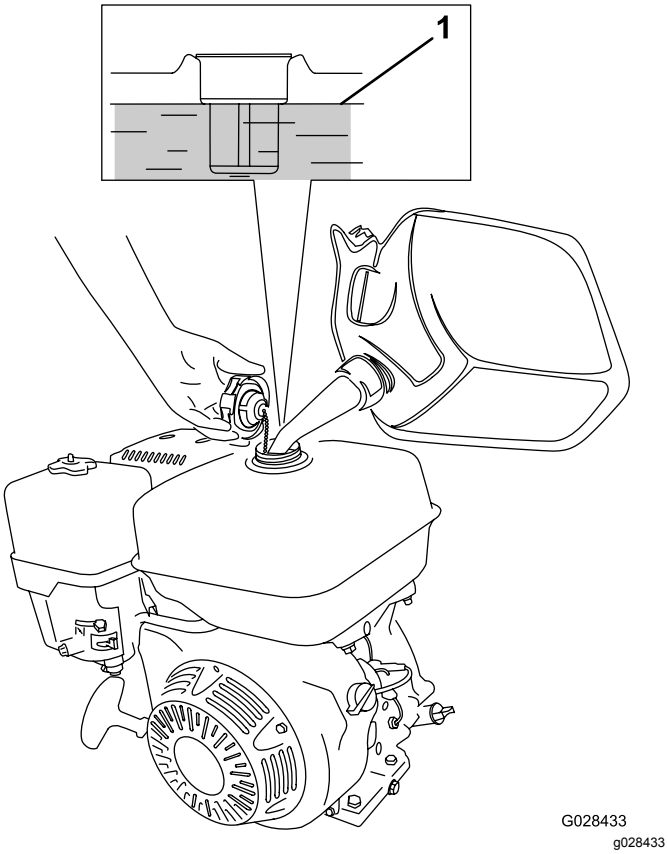

Rysunek 22
1. Wyczyść okolice korka wlewu paliwa i zdejmij korek ze zbiornika (Rysunek 22). Napełnij zbiornik benzyną bezołowiową (minimum 87 oktanów) do poziomu około 25 mm poniżej górnej części zbiornika, co umożliwi rozszerzanie się paliwa.